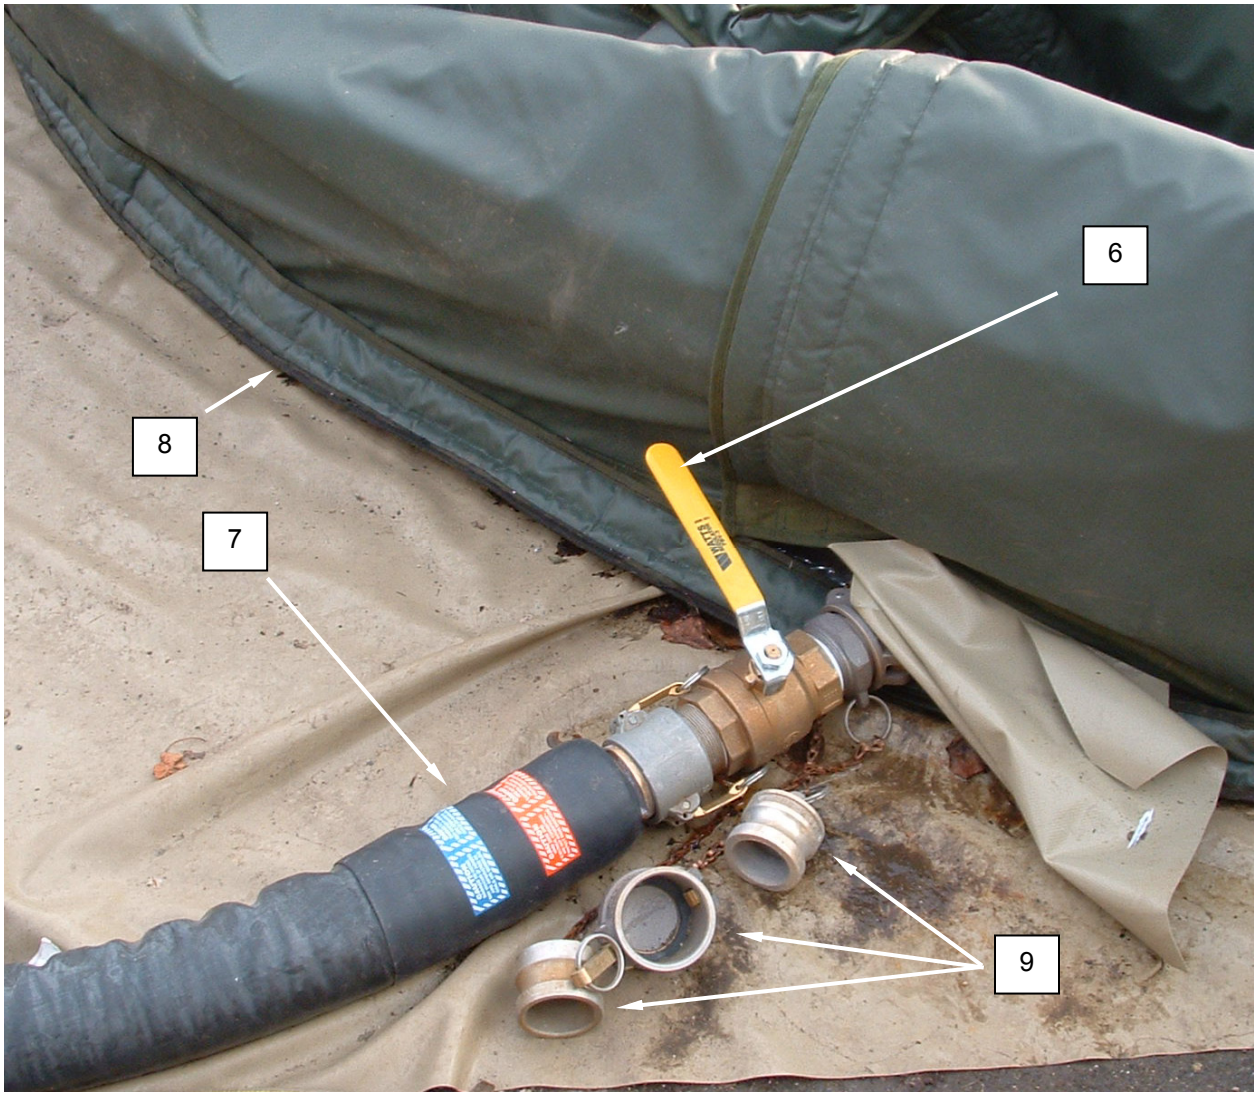

Figure 3. Prepare the 3000 Supply Water Tank for Movement.
4. Close water shutoff valve **(Figure 3, Item 6)** supplying water at the water shutoff valve.
6. Disconnect supply water hose **(Figure 3, Item 7)** from water inlet panel and install dust cap on water inlet connection.
7. Route supply water hose **(Figure 3, Item 7)** downgrade from CBL and water tank **(Figure 3, Item 8)** and drain all remaining water from bag.
8. Disconnect supply water hose **(Figure 3, Item 7)** from water shutoff valve **(Figure 3, Item 6)**.
9. Close valve and disconnect water shutoff valve **(Figure 3, Item 6)** from 3000-gallon supply water tank **(Figure 3, Item 8)**.
11. Install dust caps and plugs **(Figure 3, Item 9)** and coil the hose **(Figure 3, Item 7)** neatly.
12. If insulated tank cover is fitted as shown in Figure 3, remove at this time.